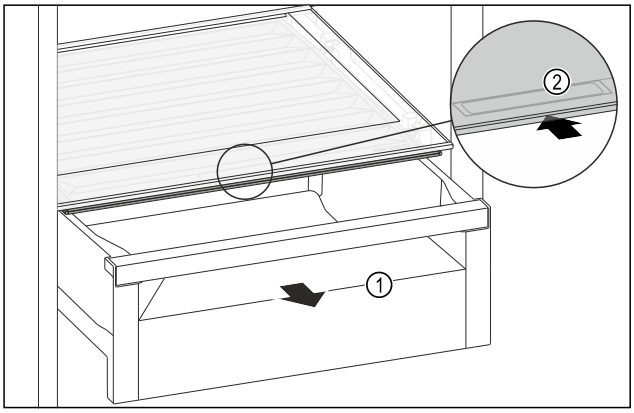

Fig. 201
▶ Extrageți sertarul *Fig. 201 (1)*.
▶ Prindeți mânerul încastrat *Fig. 201 (2)* de la capacul compartimentului și glisați concomitent capacul compartimentului spre partea posterioară.